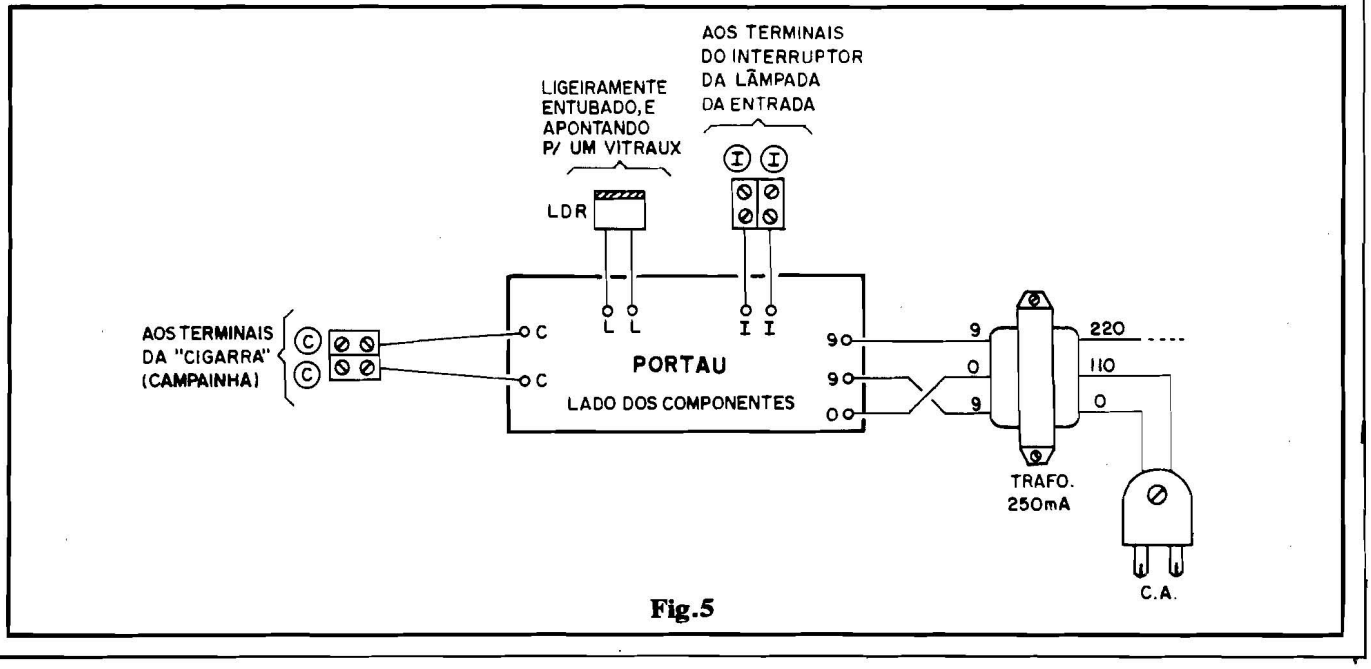

Fig.5
- **FIG. 5** - CONEXÕES EXTERNAS À PLACA - As ligações e componentes "periféricos" têm seu diagrama geral na figura... Observar as ligações do **secundário** do trafo, obedecendo às posições marcadas com "9-0-9" (e que exigem um "cruzamento" de fios, conforme se vê...). As conexões do **primário** do trafo ao "rabicho" estão, na figura, con-